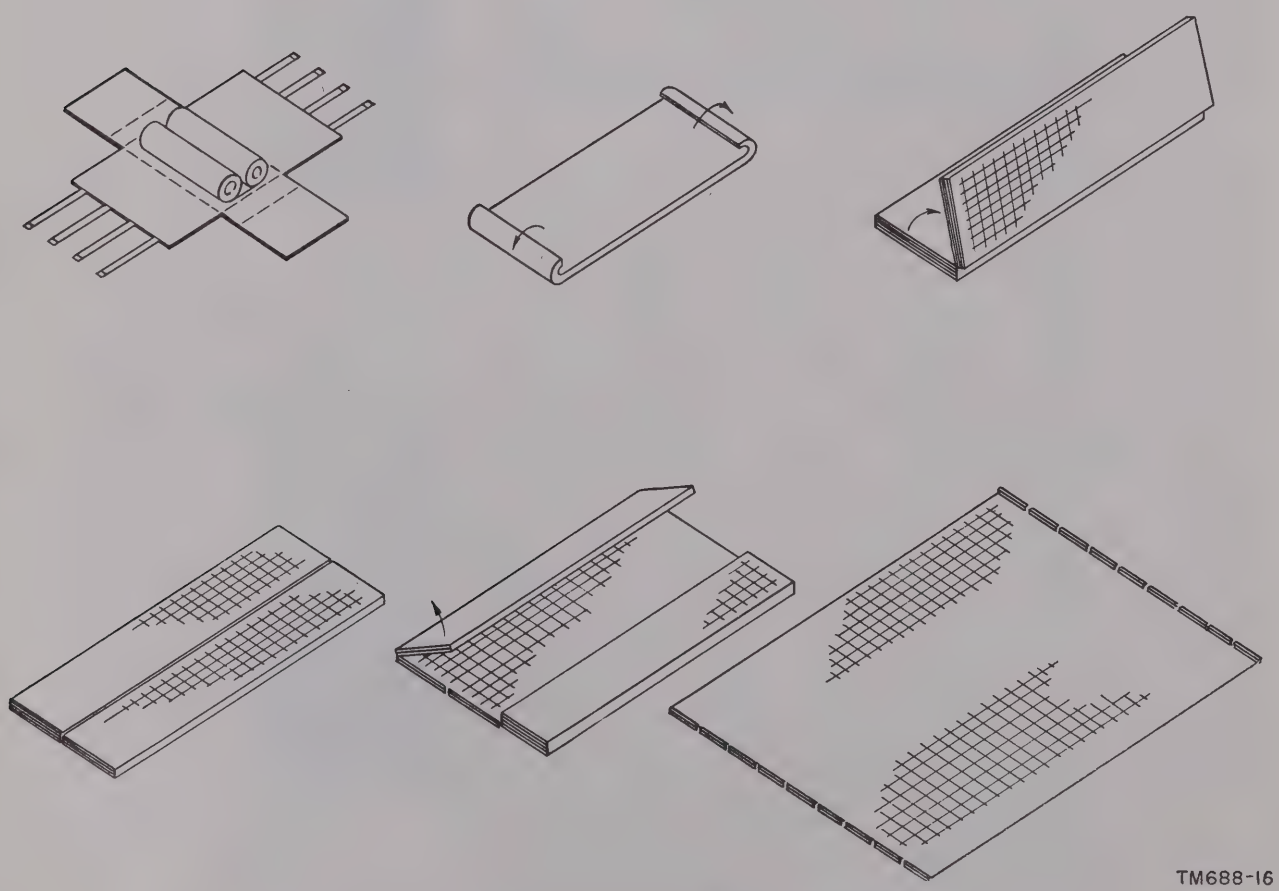

Figure 8. Unfolding Adcock antenna counterpoise.
13. Description of Counterpoise MX–1169/GRD (fig. 8)